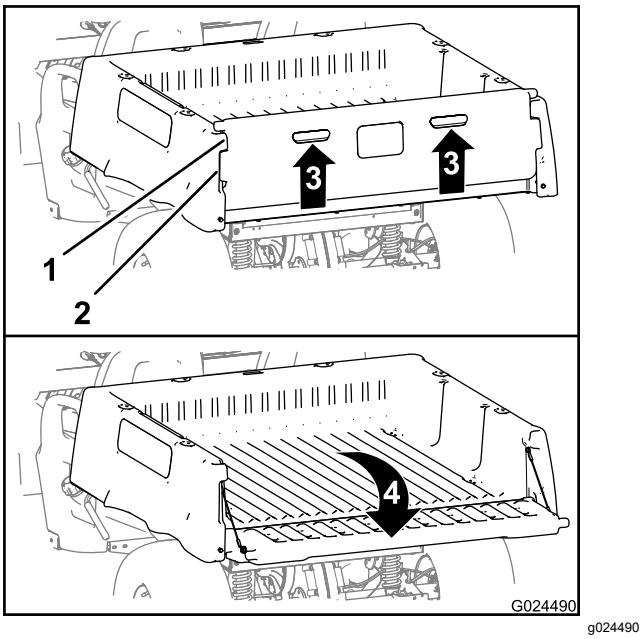

Figur 16
2. Løft op i fingertrækket på bagklappens bagpanel (Figur 16).
3. Ret låseflangerne på bagklappen ind efter åbningerne mellem bagklappens flanger på ladet (Figur 16).
4. Drej bagklappen bagud og ned (Figur 16).
6. Drej bagklappen opad og fremad, indtil låseflangerne på bagklappen er i niveau med bagklappens fordybning i ladet (Figur 16).
7. Sænk bagklappen, indtil den befinder sig bagest på ladet (Figur 16).